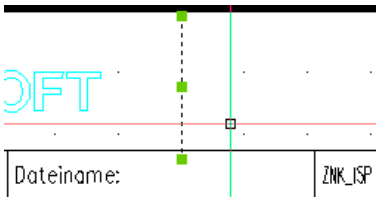

Bild 26.8 – Löschen von doppelten Linien
- Löschen Sie eventuell Linien, die durch das Ausrichten auf Schriftfeld-Linien abgelegt wurden (Abb. 26.8).